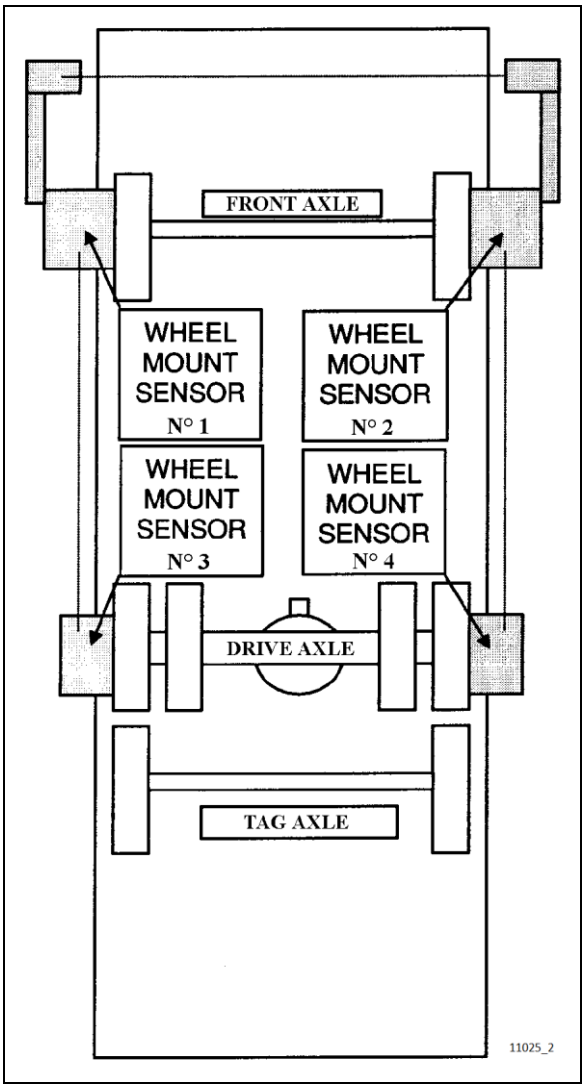

**FIGURE 7: FRONT & DRIVE AXLE ALIGNMENT** 11025
3. Install wheel mount sensors on front and drive axles (Figure 7).
| *See reference numbers on wheel mount sensors (*Figure 7*).* |
With the system installed as for front axle alignment (Figure 7), adjust drive axle according to specifications chart below. Use static wheel alignment systems which work with angle measurements only, such as Josam or Hunter systems. Static alignment specifications are listed in the following tables: